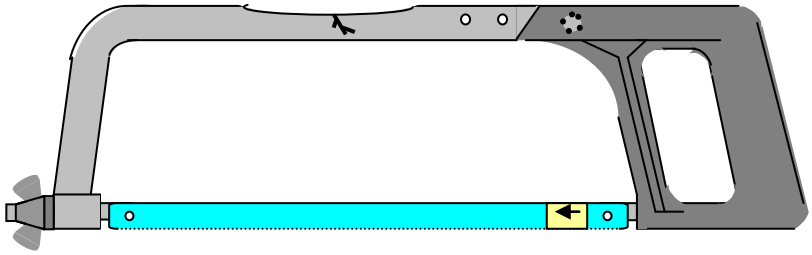

FIGUUR 4 (5)
3.3 'n Metaalsaag (HS 2950) is aan jou uitgereik en jy kom agter dat die raam gebuig en gekraak is, soos in FIGUUR 4 gewys word.